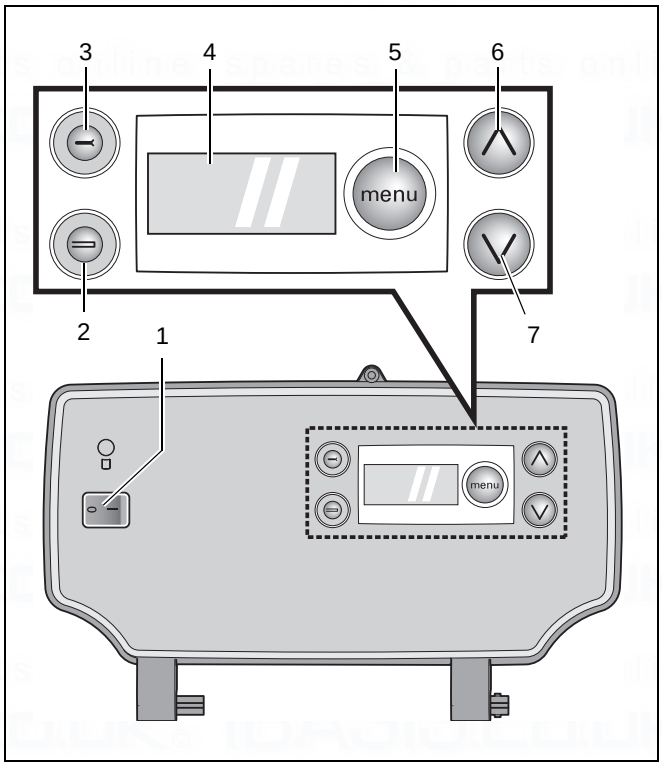
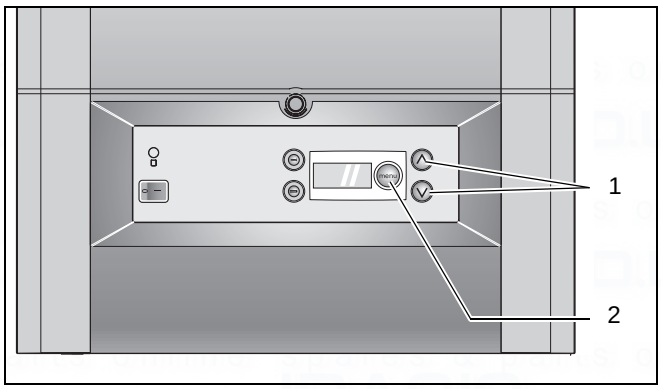

fig. 45 DBA
fig. 50 DBA – adjusting arrows
1. Mains switch (see fig. 45)
2. Reset button "B" (see fig. 45)
3. Service Button "A" (see fig. 45)
4. Display (see fig. 45)
5. Menu button "E" (see fig. 45)
6. and 7. Up "C" and Down "D" keys (see fig. 45)
- Press E button once then adjust the DHW temperature to the desired temperature (40 °C - 60 °C) using the C and D keys (see fig. 50, item 1). Factory setting is 48 °C.
- Press the E button (see fig. 50, item 2) twice.
- Press E button (see fig. 50, item 2) three times then adjust the flow temperature to the desired temperature (30 °C – 80 °C) using the C and D keys (see fig. 45, item 1). Factory setting is 80 °C.